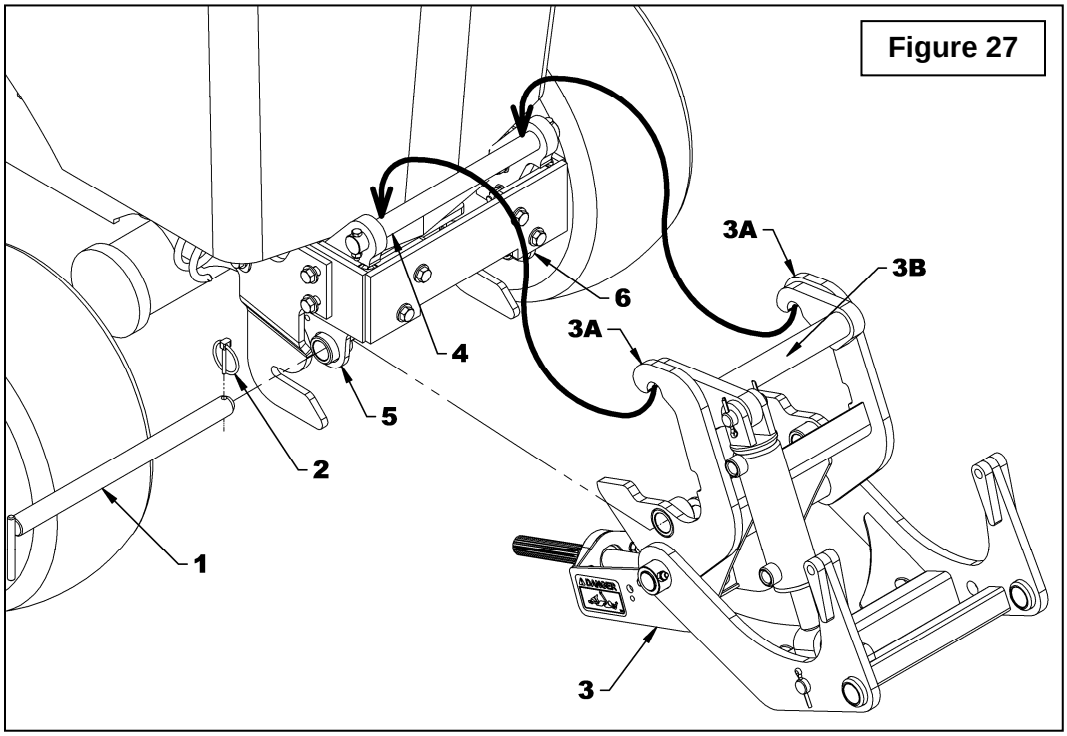

Figure 27
2. **Figure 27 :** Remove the linch pin (item 2) and the "L" pin (item 1) from the subframe and lift the subframe by the upper tube (item 3b) to hook it on the front of the tractor.
3. **Figure 27 :** Attach the subframe to the front supports with the "L" pin (item 1) and the linch pin (item 2).